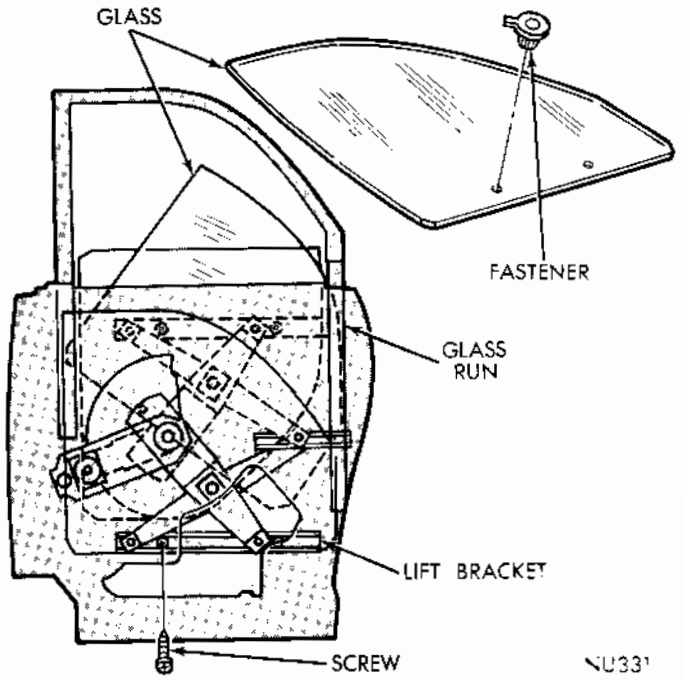

Fig. 45 - Quarter Window Replacement
(1) Lower glass fully and remove lift channel to glass fasteners screws (Fig. 45).
(2) Through large access hole, rotate glass clockwise to remove from front and rear run channels.
(3) Raise glass assembly out of panel.
(4) Remove fasteners from glass assembly (Fig. 45).